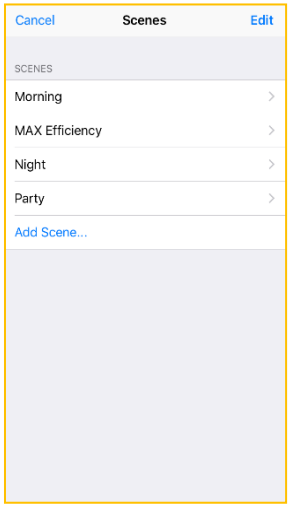

Figure 58
10.13.5. Edit the required scenario according to *para. 10.10.3.-10.10.5. (Fig. 58)*.